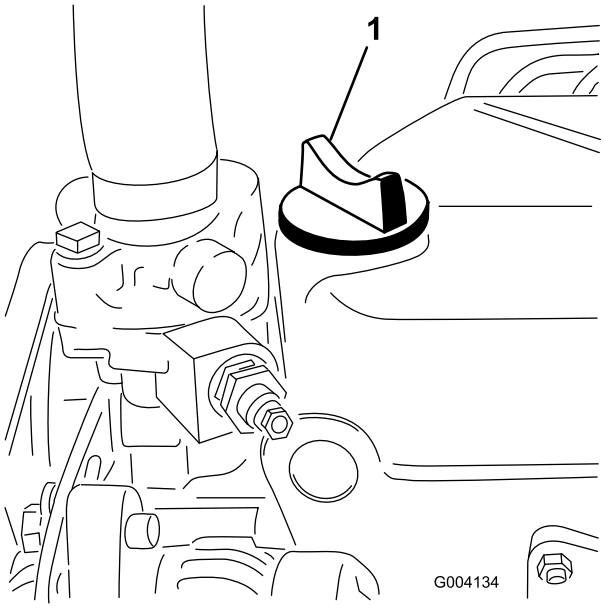

Figur 27
5. Om oljenivån inte når upp till markeringen Full på oljestickan, ska du ta bort påfyllningslocket (Figur 27) och fylla på olja tills nivån når upp till markeringen. **Fyll inte på för mycket.**